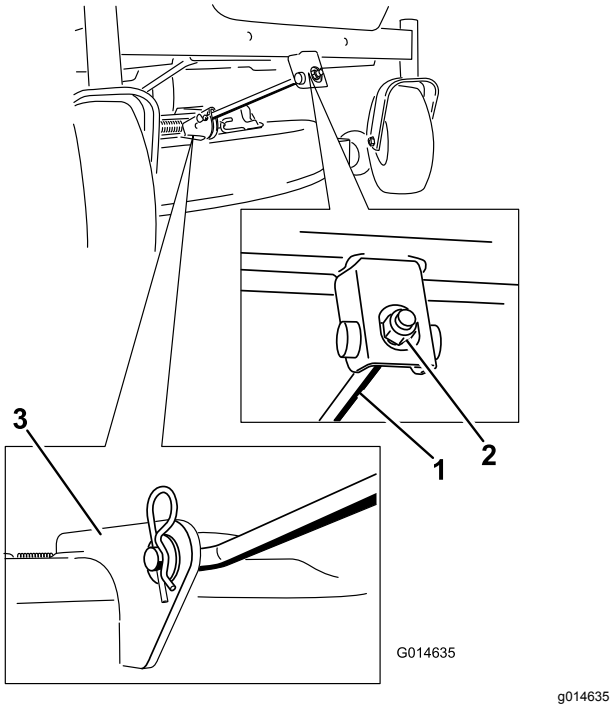

Figur 65
5. Fjern hårnålssplinten fra fremre støttestang, og fjern stangen fra braketten på klippeenheten (Figur 65).
6. Fest fremre støttestang til klippeenheten med splittpinnen og hårnålssplinten (Figur 65).